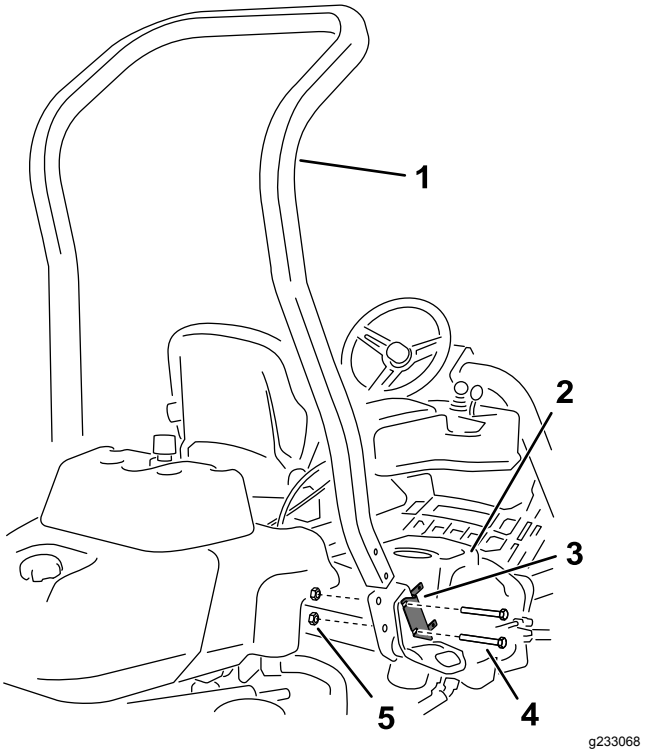

Figur 3
4. Fjern de to boltene som fester sikringsblokk-braketten til veltebeskyttelselommen, som vist i Figur 3.